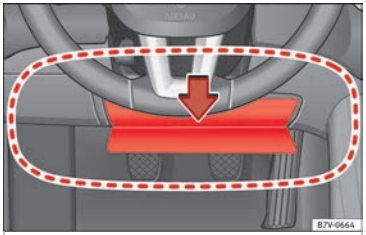

Fig. 16 On the driver side: radius of action of the knee airbag.
The area framed red »» **Fig. 16** (A) is covered by the knee airbag when it is triggered (deployment area). Therefore, objects should never be placed or mounted in these areas.